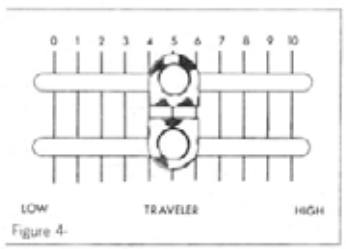
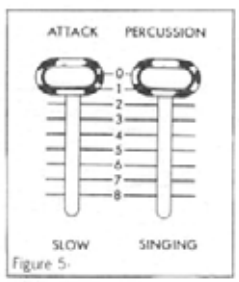

Figure 4-
Figure 5-
To adjust Pitch, set Attack-Percussion slides (figure 5) to "8", and all "Instant Set Tabs" (figure 8) to OFF position.
1. EXPAND–This control is a sub-division of the traveler circuit. It provides "capturing" effect when used in conjunction with traveler (figure4) and Attack/Percussion group (figure5). Creates brass, under-water effect, bubbling effect, growl, etc.